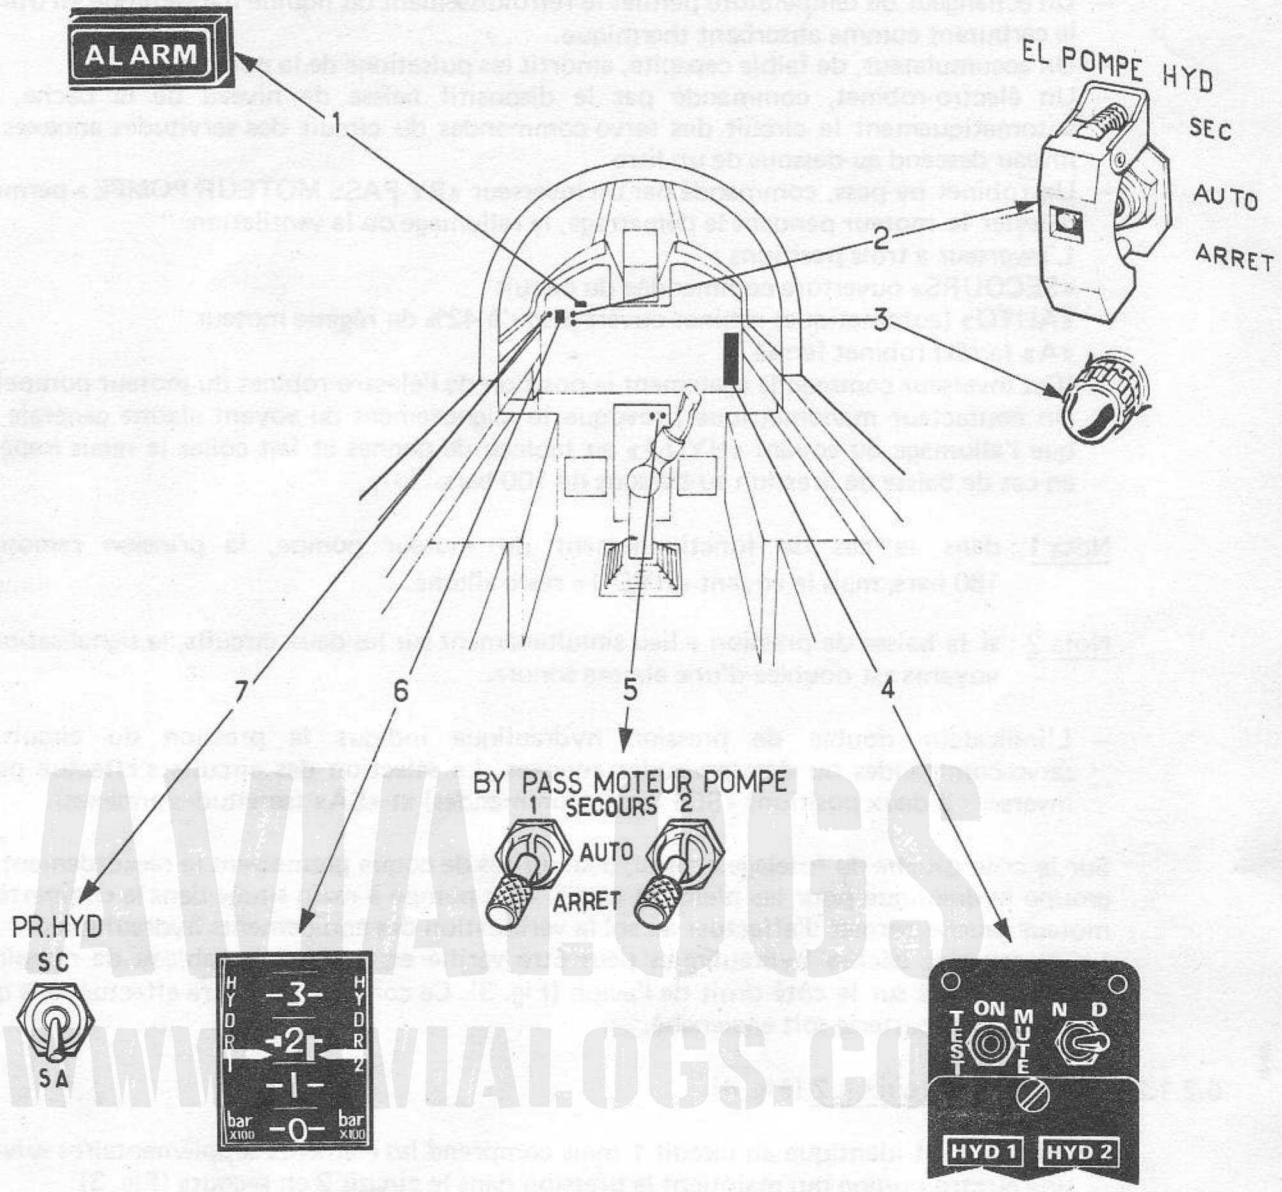

FIGURE 1 - COMMANDES ET CONTROLES DU CIRCUIT HYDRAULIQUE
5.1 - Commandes et instruments de contrôle (Fig. 1)